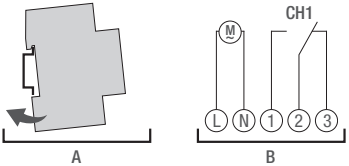

Fig. 4: Montage sur rail DIN et plan de câblage
1. Placez l'horloge modulaire par le haut sur le rail DIN (fig. 4/A) et appuyez-la vers l'arrière jusqu'à ce qu'elle s'encliquète.
2. Installer l'horloge modulaire selon le plan de câblage (fig. 4/B) (utiliser des câbles d'une section comprise entre 1 mm² et 2,5 mm²).